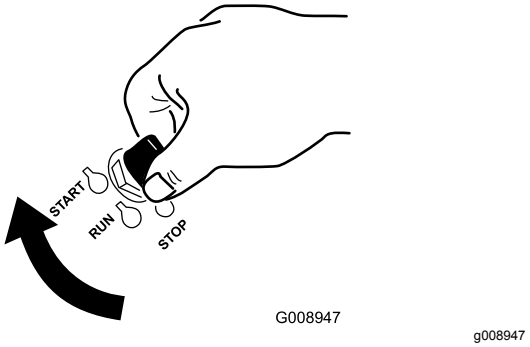

Figuur 16
1. Draai het contactsleuteltje naar de stand START (Figuur 16).